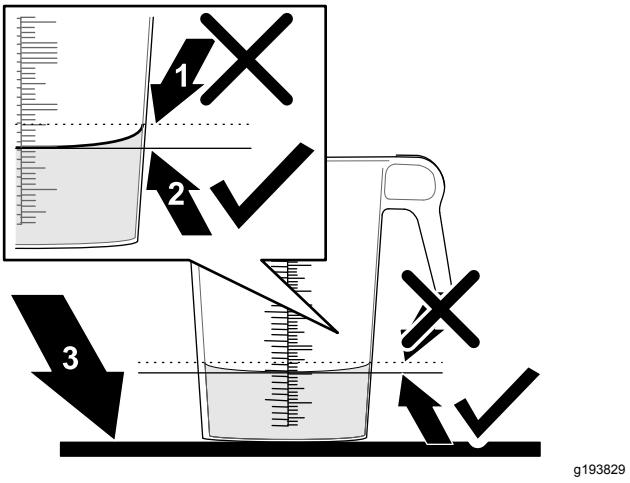

Figur 42
6. Ställ den graderade behållaren på ett plant underlag och notera vätskevolymen (Figur 42).